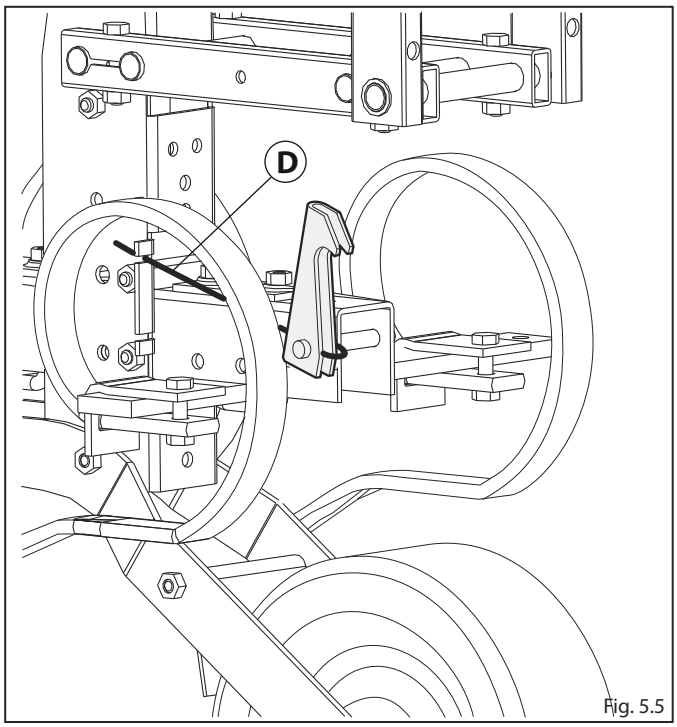

Fig. 5.5
- Take spring **A** to the high position (Fig.5.5);